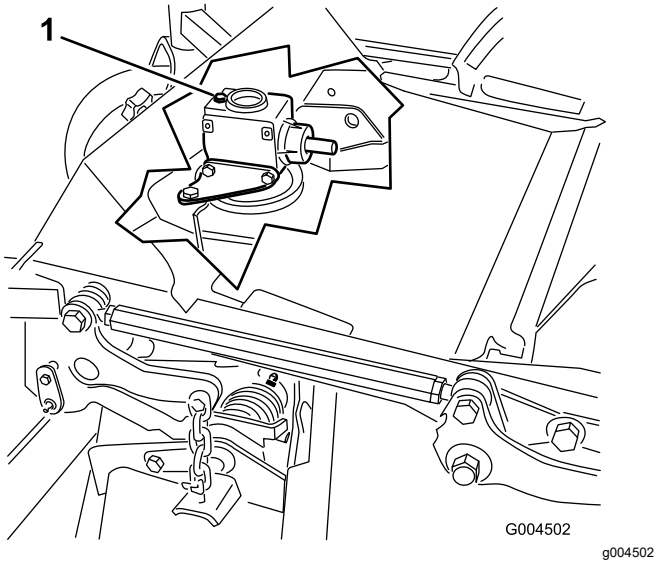

**Figuur 69**
6. Verwijder de peilstok/vulplug op de bovenkant van de tandwielkast en controleer of het peil van de tandwielolie tussen de merktekens op de peilstok staat (Figuur 69).
6. Verwijder de peilstok/vulplug op de bovenkant van de tandwielkast (Figuur 69).